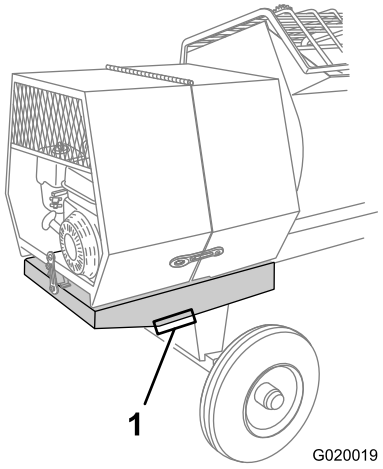

Figure 26
3. Placez une chandelle sous chaque point de soutien de l'extension du cadre arrière (Figure 26).